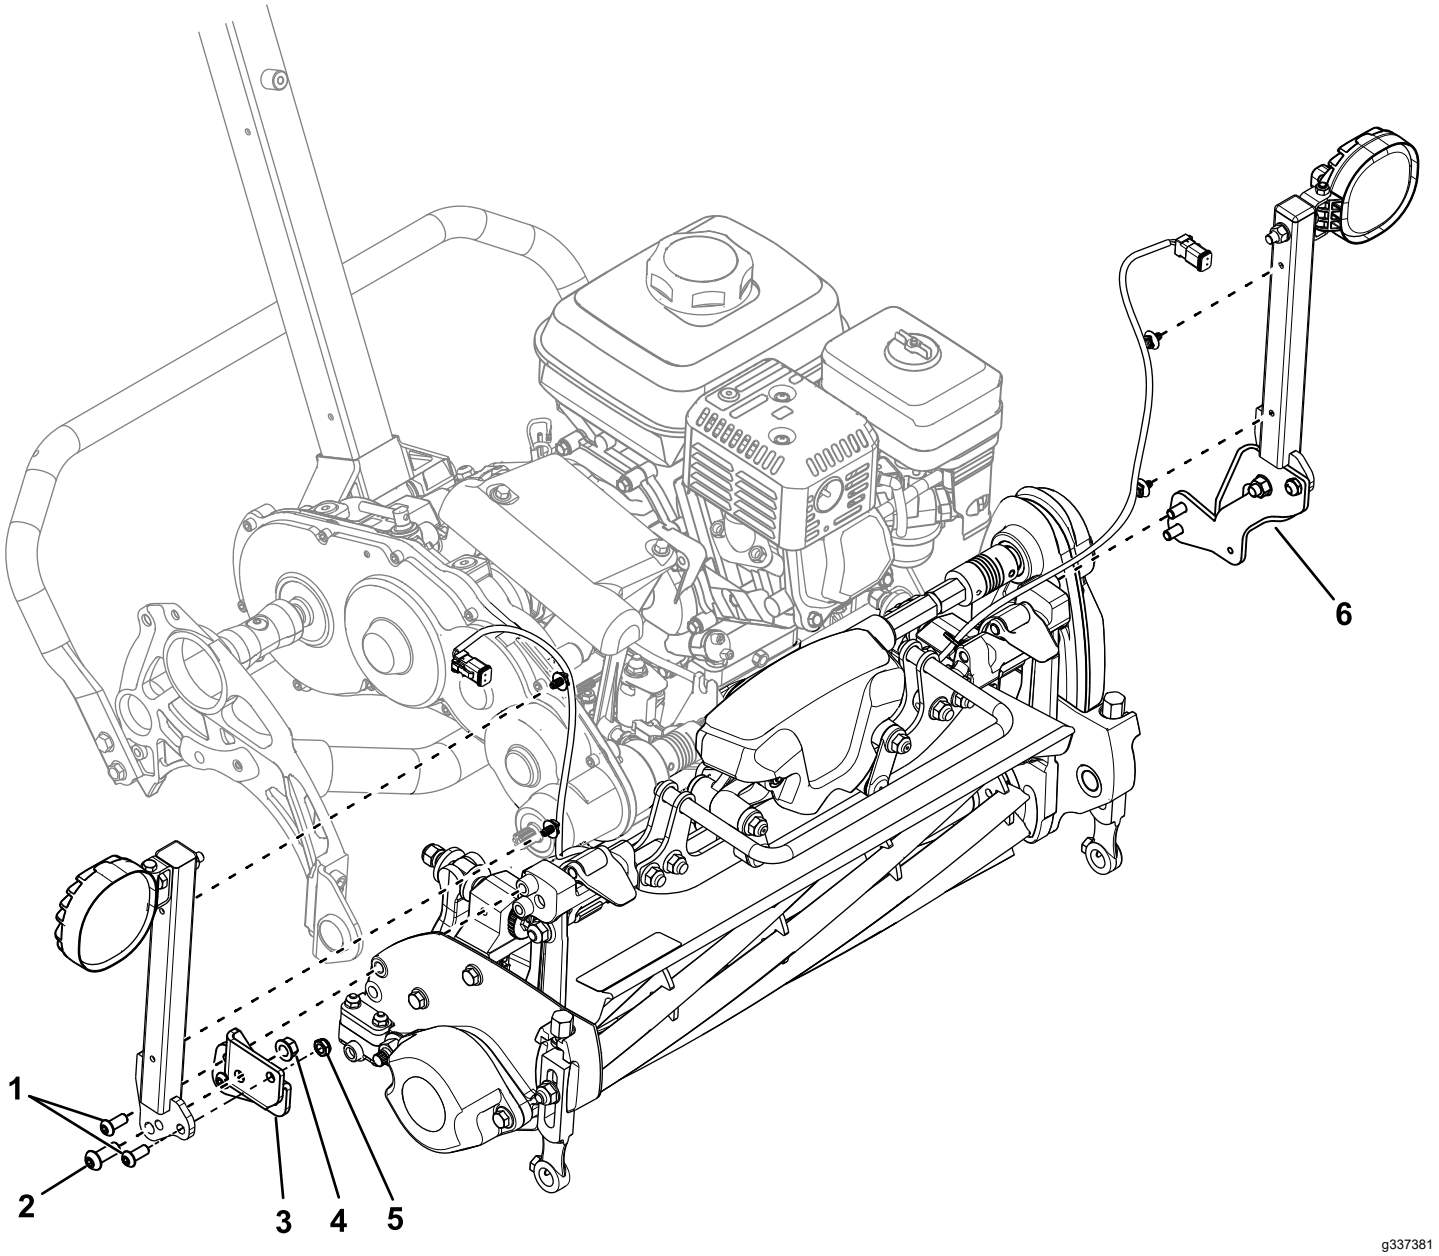

Figur 4
1. Använd två insexskruvar (5/16 tum), två låsmuttrar, två insexskruvar (⅜ tum) och två flänsmuttrar (⅜ tum) för att fästa lampfästena på monteringsfästena (Figur 4).
2. Använd fyra insexskruvar (5/16 tum) för att fästa monteringsfästena på klippenhetens navändar (Figur 4).